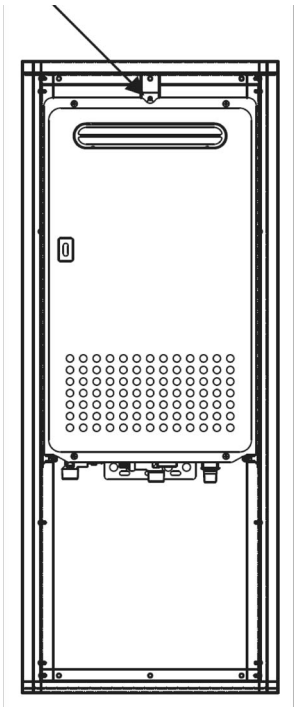

Fig. 3 Location of top mounting bracket
- Second, insert the water heater into the box by sliding the top heater bracket over the previously installed mounitng screw as shown in Fig. 3.